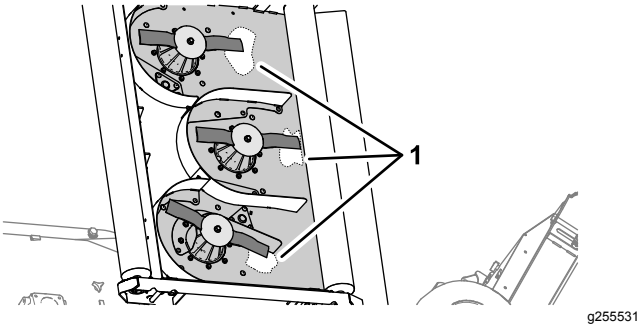

Figur 71
2. Rengör klippdäckets undersida i området intill knivens egg baktill på kniven (Figur 71).